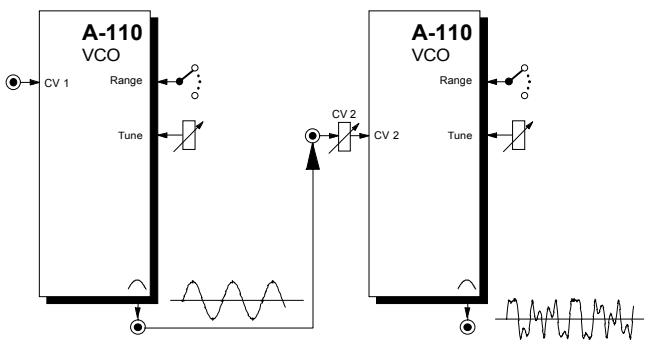

Fig. 7: Frequency modulation in the audio range
For exponential FM, patch the modulation voltages into **CV input ❶** or **❷** (see Fig. 7).